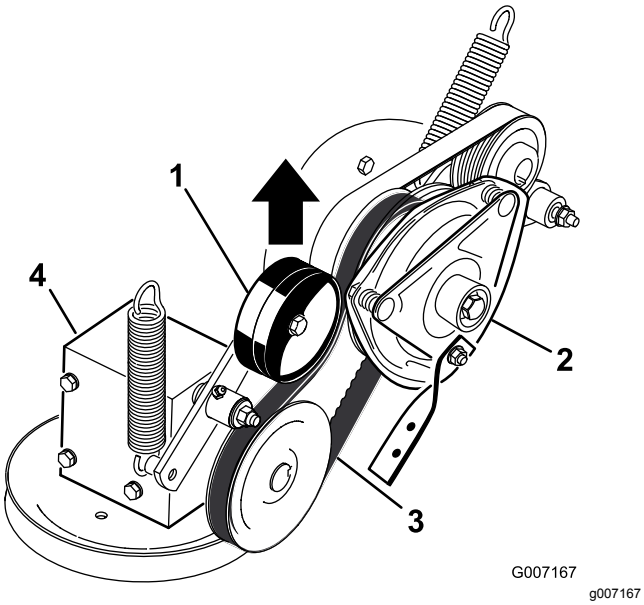

Rysunek 75
5. Pociągnij dociskane sprężyną jałowe koło pasowe paska napędowego PTO i zdejmij pasek z koła pasowego sprzęgła (Rysunek 75).
17. Pociągnij dociskane sprężyną jałowe koło pasowe paska napędowego PTO i załóż pasek na koło pasowe sprzęgła (Rysunek 75).